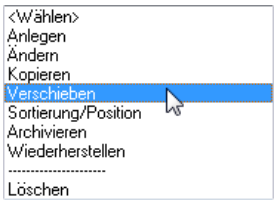

Bild 27.39 – *Gruppe,* Menüpunkt *Verschieben*
- Wählen Sie die *Gruppe 02* und klicken Sie im Listenmenü auf *Verschieben* (Abb. 27.39).